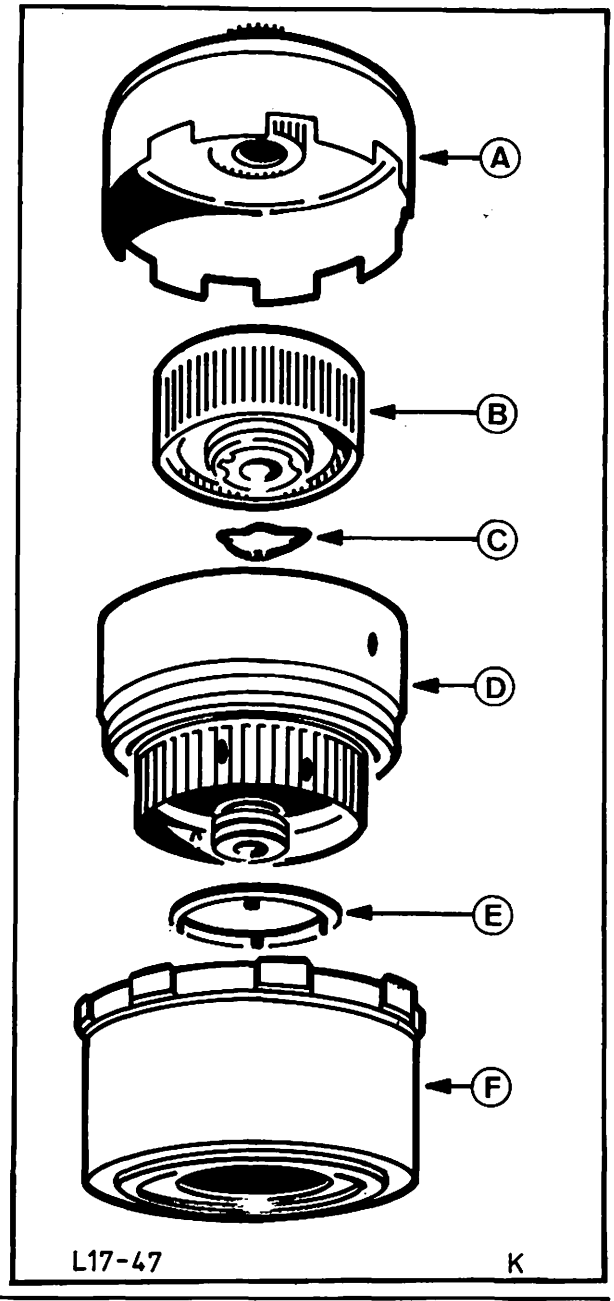

Abb. 74 Vorderer Triebsatz zerlegt
30. Rw.- und Direktgangkupplung auf einen Montagetisch senkrecht aufstellen. Anschließend Anlaufscheibe Nr. 2 einlegen und komplette Vorwärtskupplung (mit dem vorher montierten Planetensatz) komplett einsetzen. Beim anschließenden Zusammenbau der Vorwärtskupplung mit der Rw.- und Direktgangkupplung Nabe der Vorwärtskupplung leicht drehen, damit das gesamte Lamellenpaket der Rw.- und Direktgangkupplung erfaßt wird. Komplette Antriebsglocke mit Sonnenrad montieren. Abb. 74.